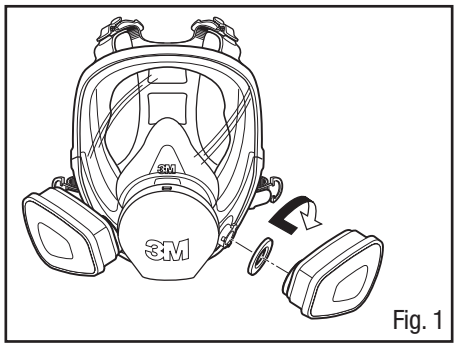

Fig. 1
3. Faça o mesmo com o segundo cartucho (Fig. 1).